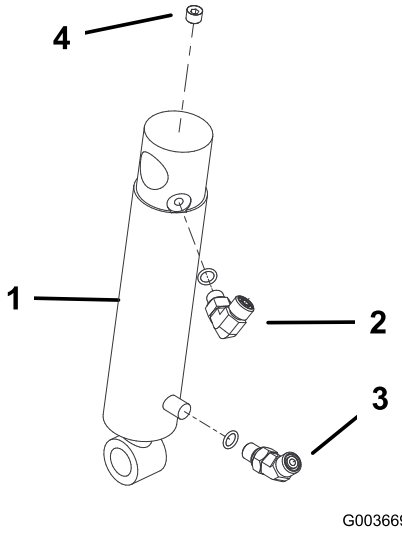

Figura 18
1. Introduceți un fiting de 90° în orificiul superior al cilindrului hidraulic. Amplasați fitingurile în modul indicat în Figura 18.
2. Introduceți un fiting de 45° în orificiul inferior al cilindrului hidraulic. Amplasați fitingurile în modul indicat în Figura 18.